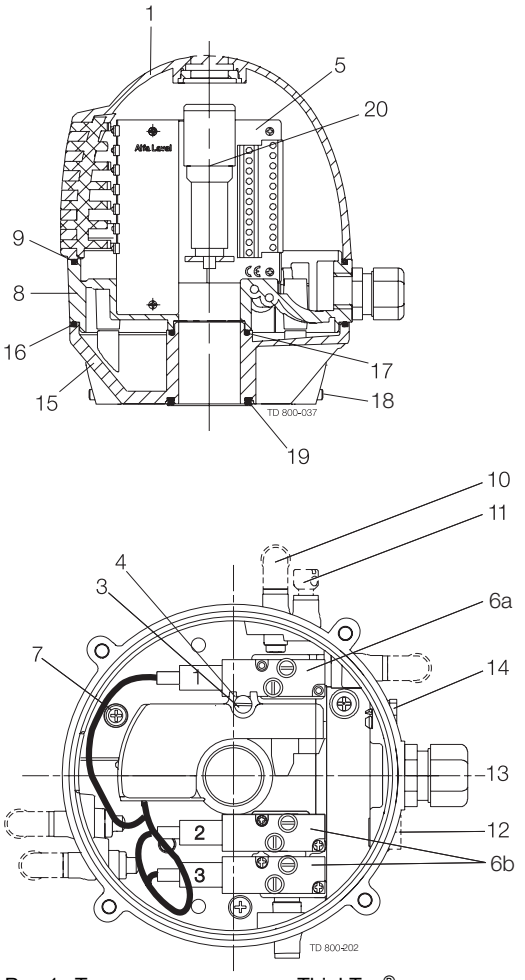

Рис.1. Типовая конструкция, ThinkTop®.
- Мембранный вент. канал Gore с переходником (Рис. 1 Базовая конструкция, поз. 14) для ThinkTop® до ноября 2006 г.; 9613-4315-01.